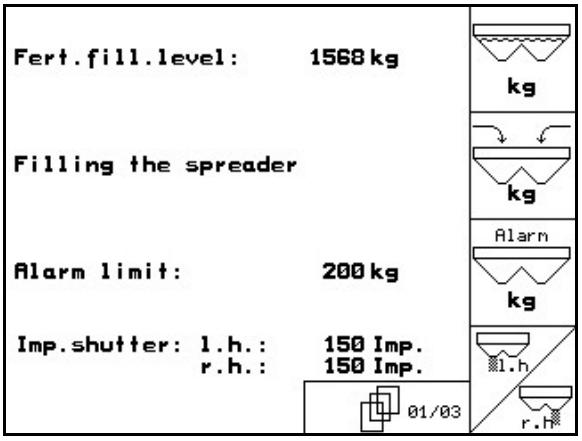

Fig. 50
- In Machine data menu page one (Fig. 50).
Confirm quantity (Fig. 50).